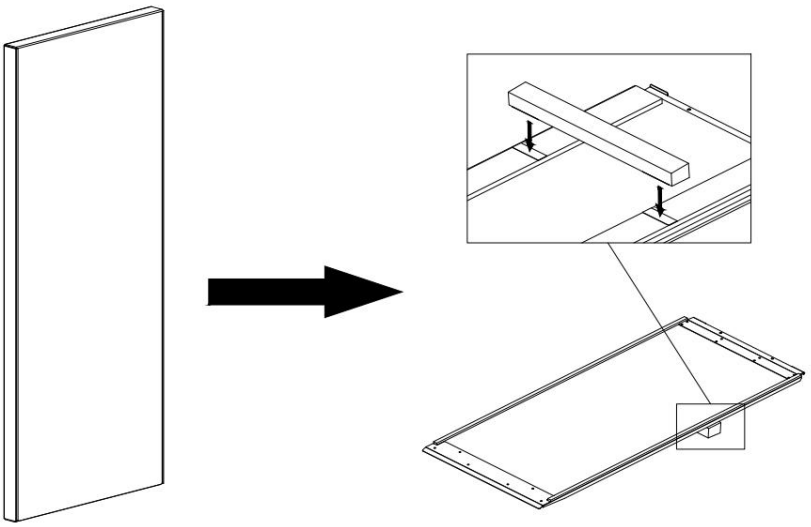

Figure 3-9 Assembly the ramp
d) Open the accessory pack, take out the ramp and attach the spacer as shown in Figure 3-9.